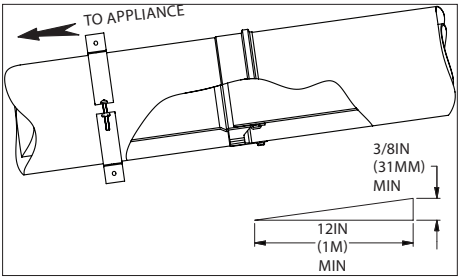

Figure 20
3. All vent pipes must have a minimum slope of at least 1.8° (3/8in rise per ft run, 31mm rise per meter run) back to the appliance**.** Ensure there are no dips in the system where condensate can collect. ***(Fig.20)***
4. The venting system shall be securely supported using suitable hangers. DuraVent hardware is recommended however field supplied support hardware, such as all-thread or plumbers tape, approved by the AHJ is acceptable. Hardware must be fixed to a rigid surface such as a wall, stud, or framing, and must not deform or damage the vent **(*Fig. 20 and 21*).** Make sure the load of the vent system is not supported by the appliance.